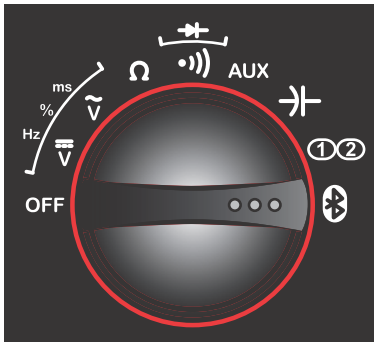

Figure 12-3 *Rotary switch Remote Functions setting*
5. With Bluetooth Discovery enabled, turn the M2 Scope/Meter Rotary Switch to the Remote Functions position (Figure 12-3).